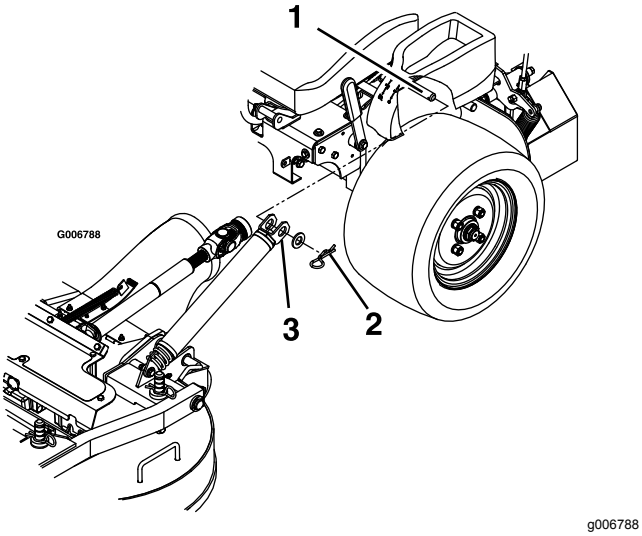

Figuur 77
4. Verwijder de haarspeldveren en ringen aan de bovenkant van de veer van de maaideklift aan elke kant van de machine (Figuur 77).
10. Monteer de veren op de veerpennen onder de bedieningspanelen links en rechts, en zet deze vast met een ring en een haarspeldveer (Figuur 77).